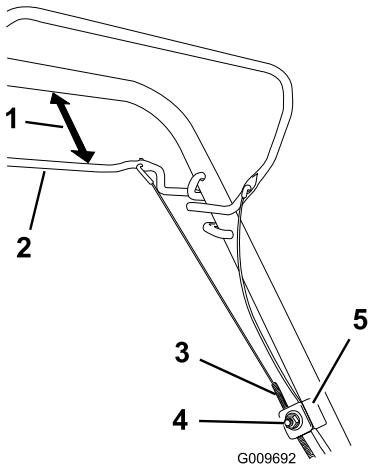

Figure 24
1. Desserrez l'écrou du support de guidage du câble (Figure 24).
2. Maintenez la barre de commande d'autotraction à 25 à 38 mm du guidon (Figure 24).
3. Baissez la gaine du câble (vers la tondeuse) pour éliminer le mou du câble (Figure 24).